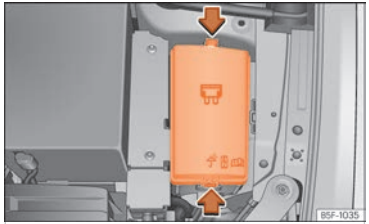

Fig. 202 In the engine compartment: lid of the fuse box.
- Press the locking tabs to unlock the fuse box cover ››› Fig. 202.